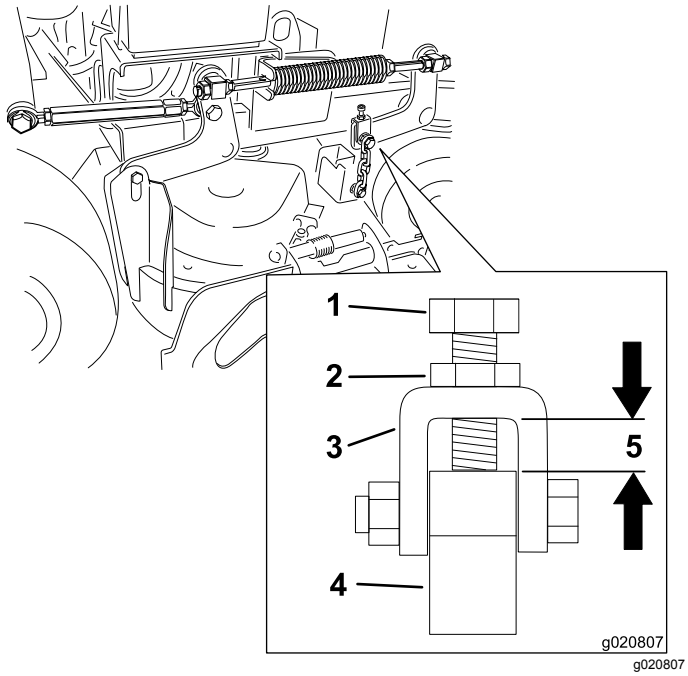

Figur 82
Obs: Detta avstånd ska vara 11 mm som i Figur 82.
6. Om avståndet behöver justeras lossar du den övre kedjans skruv (Figur 82).
7. Lossa kontramuttern och vrid justerskruven för att uppnå korrekt avstånd enligt Figur 82.